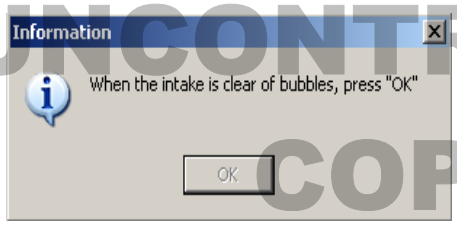

Figure 6. Prompt window to stop purging the lines.
2.6.2.6 After the plungers have pushed any bubbles out, which usually only takes a few iterations of the plungers, click on the OK in the box shown in Figure 6 to stop purging the lines.